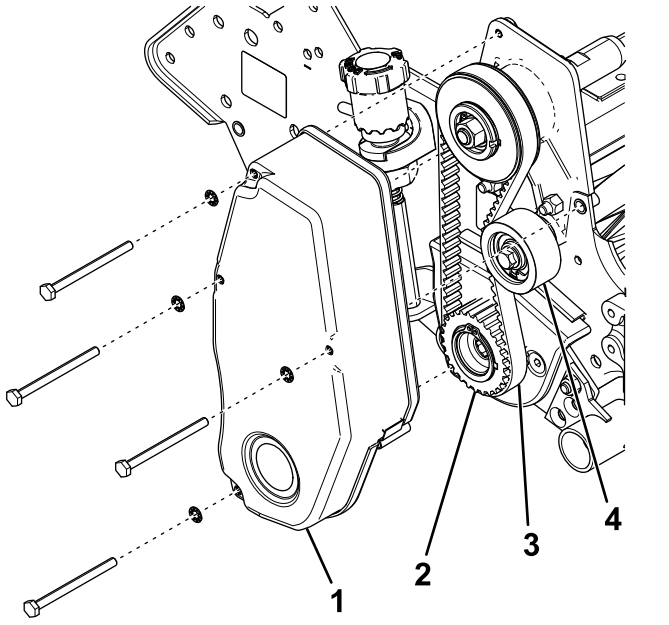

Bild 9
1. Nehmen Sie die Abdeckung des Spindeltreibriemens von der Seitenplatte ab (Bild 9).
2. Lösen Sie die Spannscheibe und entfernen den Spindeltreibriemen (Bild 9).
3. Nehmen Sie die Antriebsscheibe von der Spindelwelle ab (Bild 9).